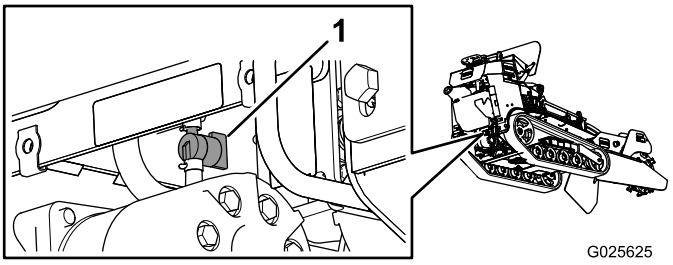

**Figur 39**
5. Vrid bränslekranen (Figur 39) till det stängda läget.